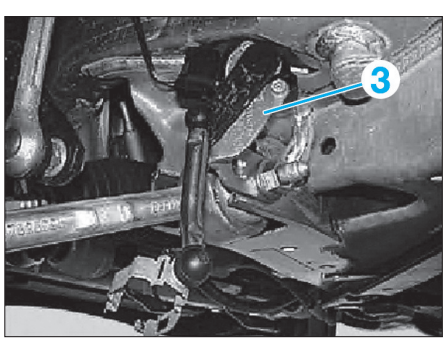

Fig. 26
• Retirer au besoin le support (3) avec le capteur d'assiette (avec phares au Xénon) **(Fig.26)**.